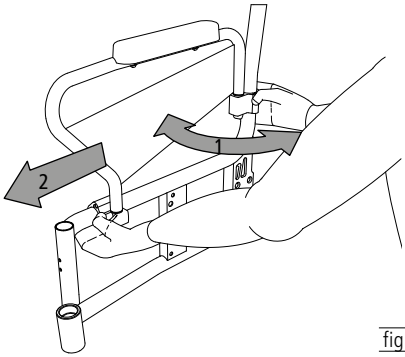

fig. 12
3. Tourner maintenant le collier de fixation arrière dans la position souhaitée. (1, fig. 12). Soutenir et guider le collier de fixation avant en poussant sur le cadre latéral (2, fig. 12) et en le tirant légèrement vers le haut.